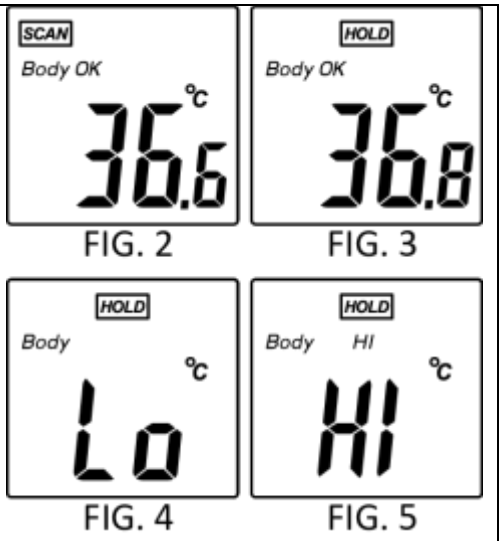

FIG. 2 FIG. 3 FIG. 4 FIG. 5
- Press the measuring key. The display shows during measurement SCAN as shown in fig. 2.